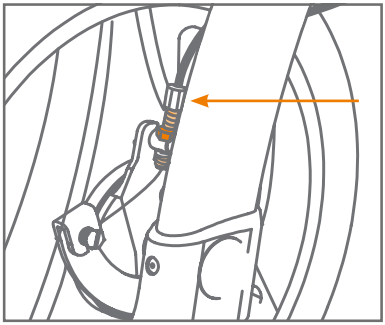

Figuur 58: Remafstelling via de borgring (donker oranje) en de stelschroef, detail.
b. Draai de borgring onderaan de remkabel los. Draai aan de stelschroef daar direct boven om de remkabel te verkorten of te verlengen **(Figuur 58)**. Draai met de klok mee naar rechts voor meer remkracht, tegen de klok in voor minder remkracht. Op deze wijze stelt u de rem af zodat deze naar behoren werkt.